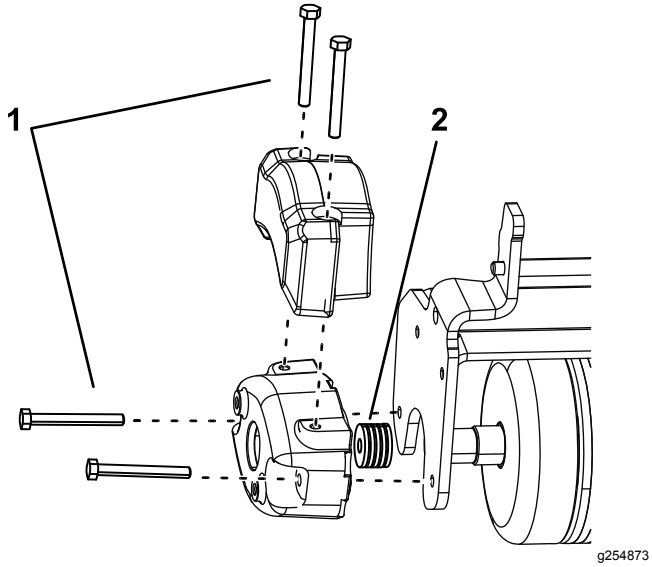

Figura 5
2. Montate 2 bulloni (5/16"-18" x 2¾") come mostrato nella Figura 5.
3. Montate 4 distanziali (1/8") per bullone tra il contrappeso e la piastra laterale del tri-roller (Figura 5).